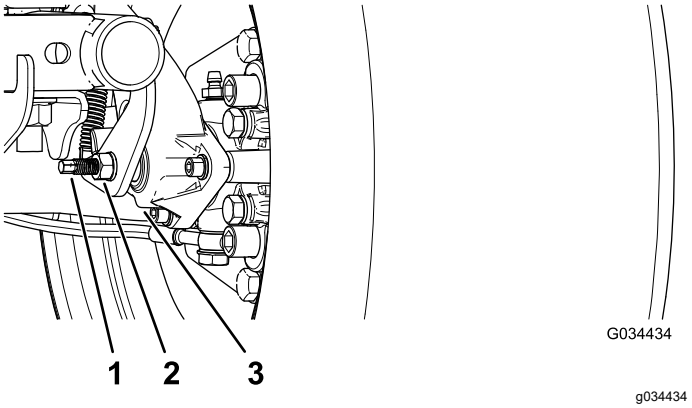

Figura 54
3. Usando 2 llaves, sujete el espárrago de ajuste de la pinza con una llave y afloje la contratuerca ¼ de vuelta con la otra llave (Figura 54).
4. Sujetando el espárrago de ajuste y la contratuerca para que no se muevan, gire el espárrago de ajuste hacia dentro para apretarlo (Figura 54).
5. Sujetando el espárrago de ajuste y la contratuerca para que no se muevan, afloje el espárrago ¼ de vuelta (Figura 54).
6. Sujetando el espárrago de ajuste y la contratuerca para que no se muevan, apriete la contratuerca (Figura 54).